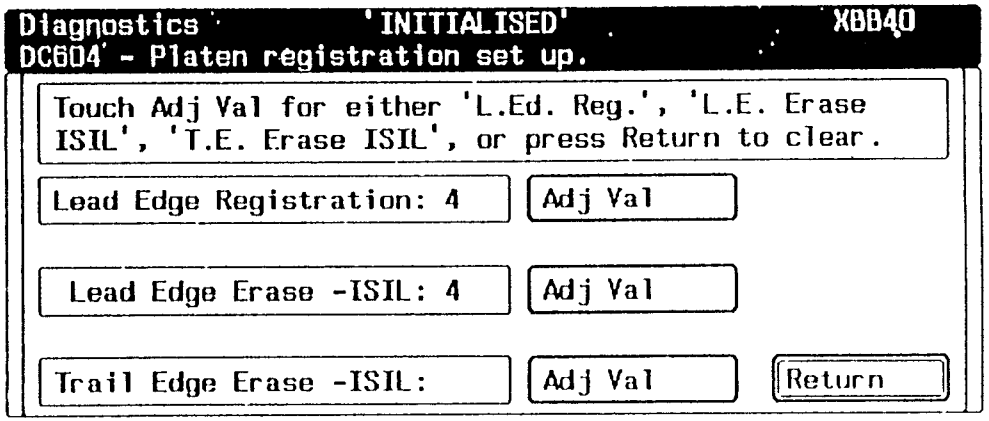

Рис. 2 Экранная страница настройки регистрации стекла оригинала.
1. Войдите в диагностический режим и выберите процедуру диагностического контроля DC604. После успешного входа процедуру настройки регистрации стекла оригинала на экране будет отображаться изображение, показанное на Рис. 2.